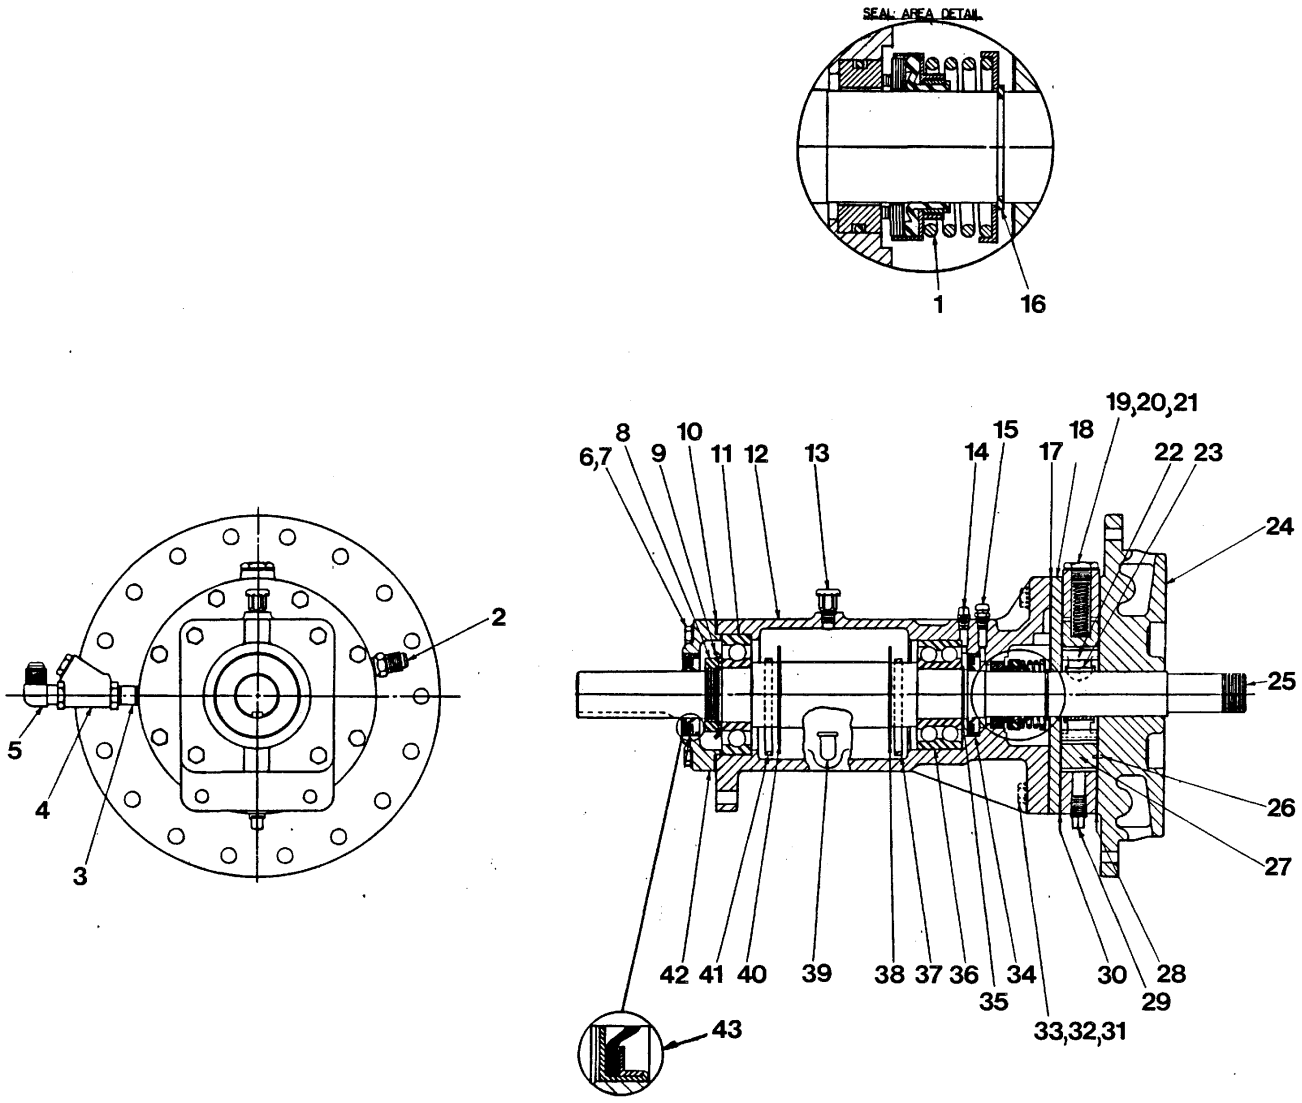
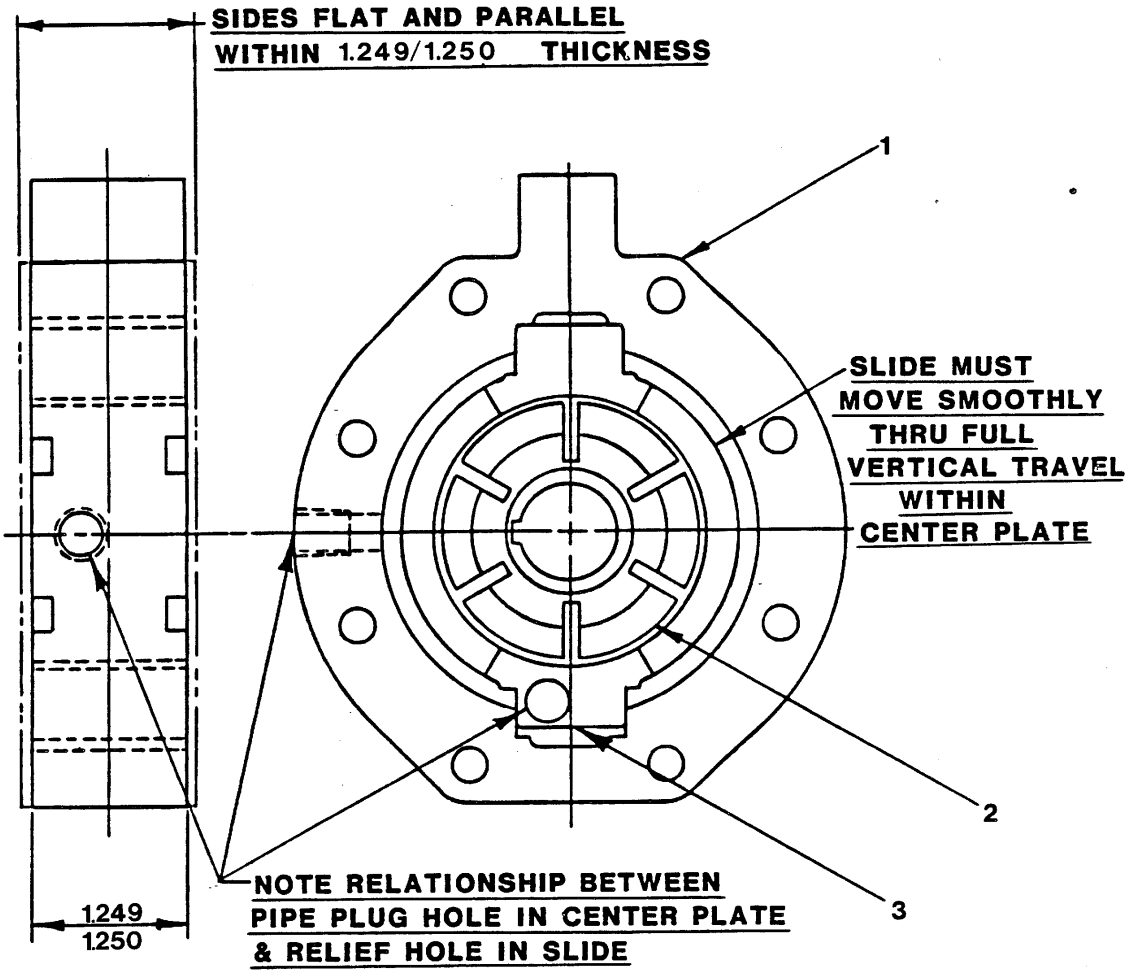

Figure 2. Bearing Housing Assembly 44143-093
Figure 3. Group Grind 42212-015
Before attempting to service the pump, disconnect or lock out the power supply to prevent accidental start up. Close all valves in the suction and discharge piping and drain the pump casing and group grind by removing the drain plugs (16, Figure 1, and 29, Figure 2). Clean and reinstall the drain plugs.
Disconnect the suction and discharge piping from the pump casing. Disconnect the priming tube assembly (13) from the system check valve (not shown) and the priming tube check valve (4, Figure 2). Remove the pipe nipple, check valve, and male elbow (3, 4 and 5, Figure 2) from
Disconnect the suction tube assembly (10) from the connector (2, Figure 2) and pump casing, and remove the connector from the center plate (1, Figure 3).
(Figure 2)